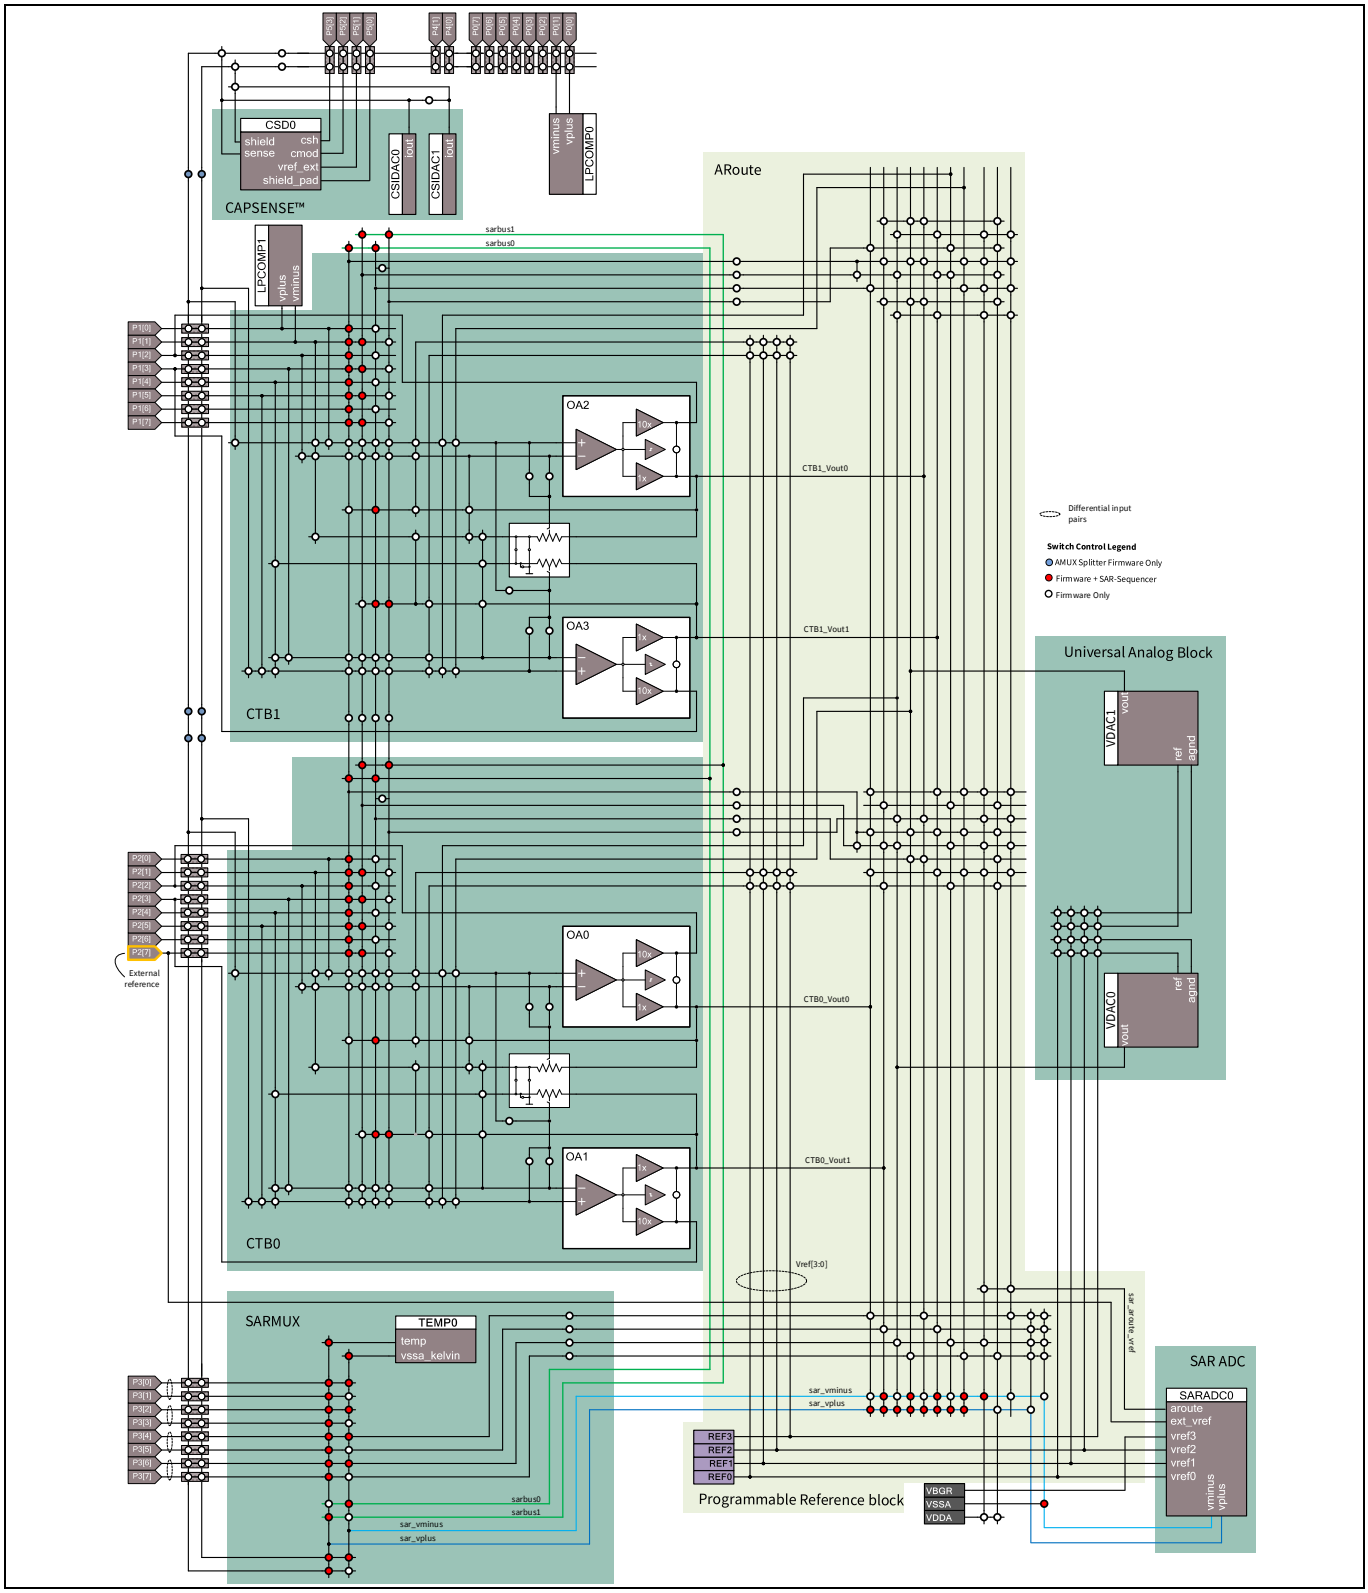

Figure 18 PSoC™ 4100PS アナログ配線図
*Note: PSoC™ Creator IDE ツールは **Figure 11** ～**Figure 18** に示されるものと同様な設計のためにアナログ配線図を提供します。**PSoC™ Creator** でのプロジェクトの.cydwr ファイルの Analog タブをご覧ください。*